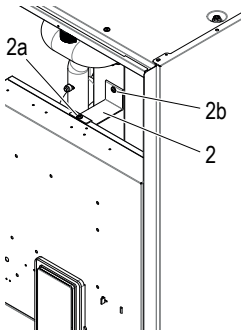

Abb. 17 - Ansicht ohne Frontplatte
- die obere Schraube lösen (Det. 2a - Abb. 17)
ANM.: Es ist möglich, die hintere Halterung zu entfernen (Det. 2 - Abb. 17), indem man die Schraube löst (Det. 2b - Abb. 17).